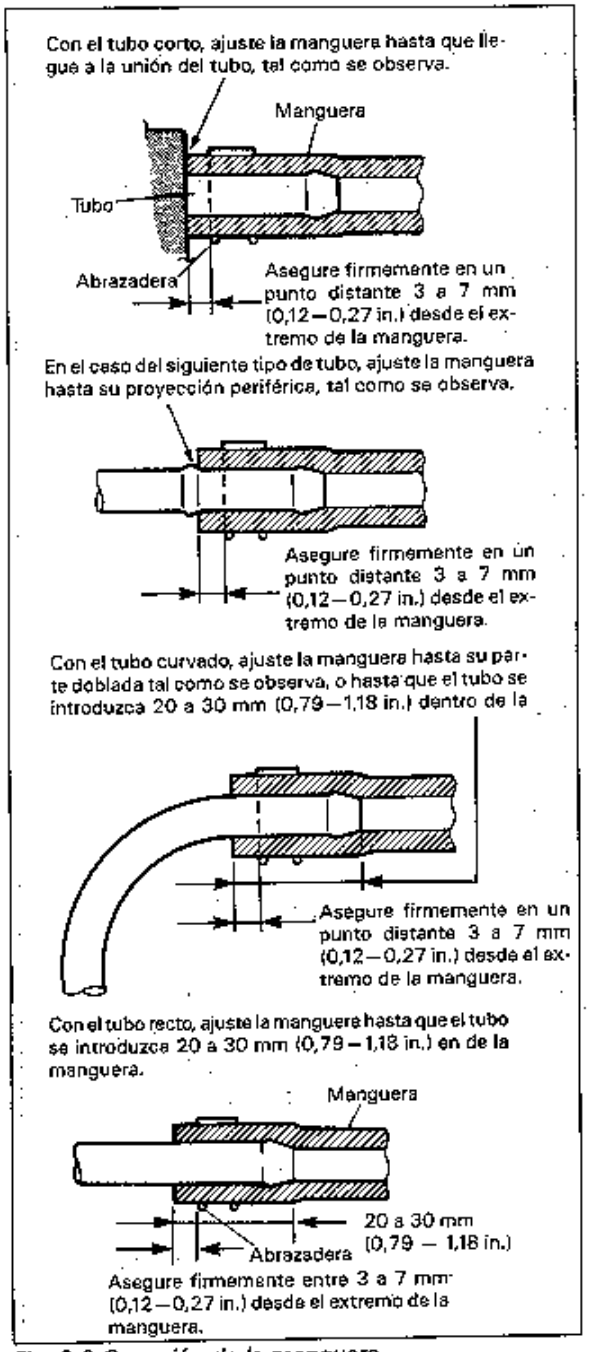

Fig. 6-3 Conexión de la manguera
- La conexión de la manguera de combustible o de vapor de combustible varía según el tipo de tubo. Al reconectar la manguera de combustible o de vapor de combustible, asegúrese de conectar y fijar cada manguera correctamente, refiriéndose a Conexión de la manguera, Fig. 6-3. Después de la conexión, compruebe que no hay ni cocas ni torsiones.